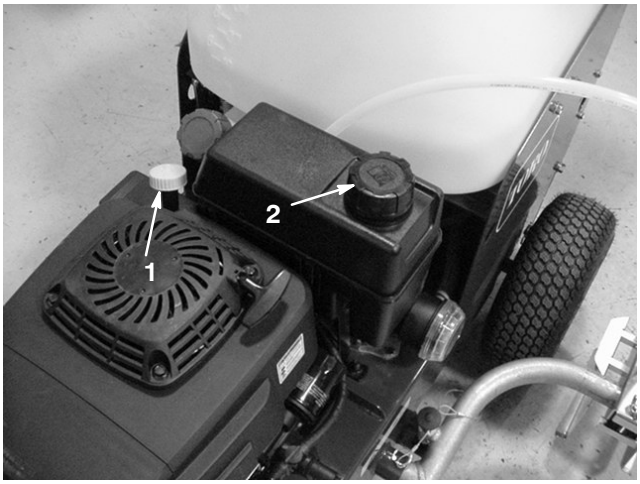

Figure 9
2. Clean the area around the dipstick (Fig. 9).
1. Clean around the fuel tank cap (Fig. 9).